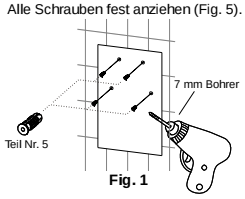

Fig. 1
3. Bohrschabelone entfernen und die 4 mitgelieferten Dübel in den Löchern anbringen (Fig.1).